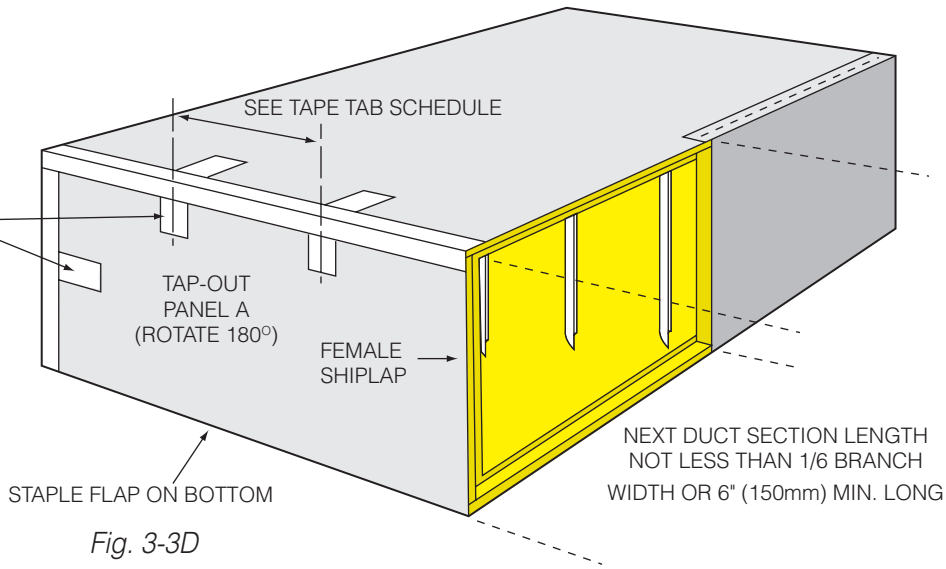

Fig. 3-3D
6. Rotate tap-out panel A and place in end of duct section so female shiplap faces away from equipment (Fig. 3-3D).